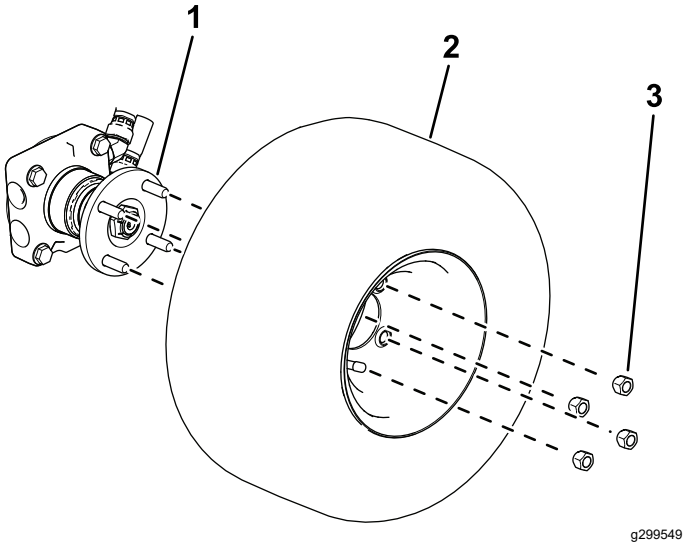

**Figuur 4**
- **Machines met vierwielaandrijving:** Gebruik 4 wielmoeren om het wiel aan de wielnaaf te bevestigen (Figuur 4).